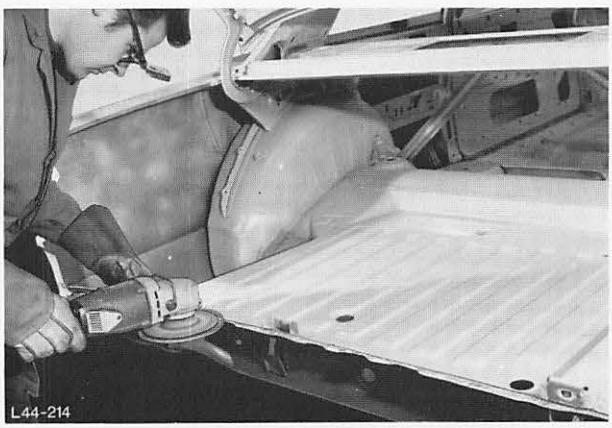

Abb. 229 Punktflansche putzen
12. Punktflansche putzen und richten, Abb. 229.